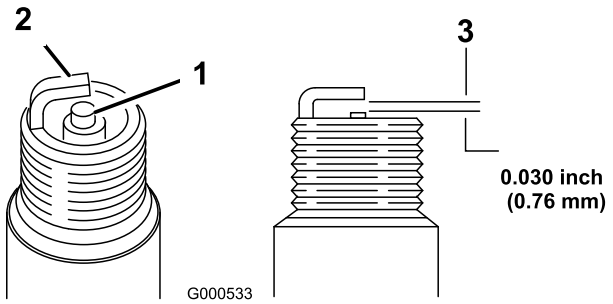

Bild 26
5. Stellen Sie den Elektrodenabstand auf 0,76 mm ein (Bild 26).